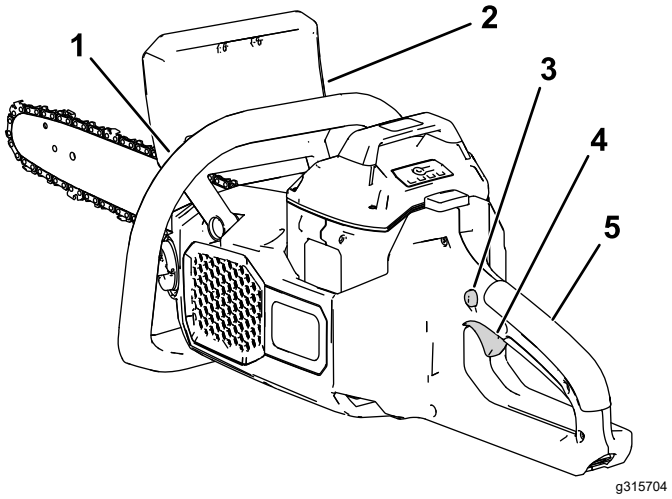

Figure 10
7. Tenez la poignée avant de la main gauche et la poignée arrière de la main droite, appuyez sur le verrou de gâchette et serrez la gâchette (Figure 10).